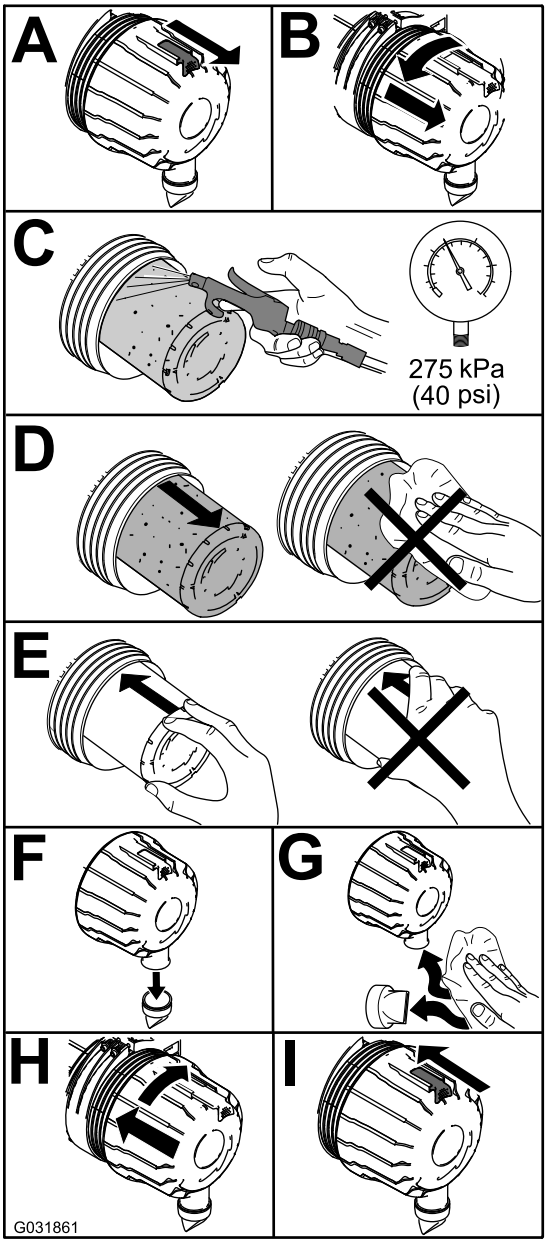

Figuur 76
1. Vervang het luchtfilter (Figuur 76).